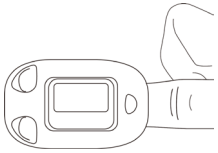

Figura 5 Puneți degetul în poziție
- Degetul trebuie așezat corect (vezi figura 5 atașată), deoarece montarea incorectă sau poziționarea incorectă a degetului în contact cu senzorul va influența măsurarea.
2) Deschideți clema așa cum se arată în Figura 5.